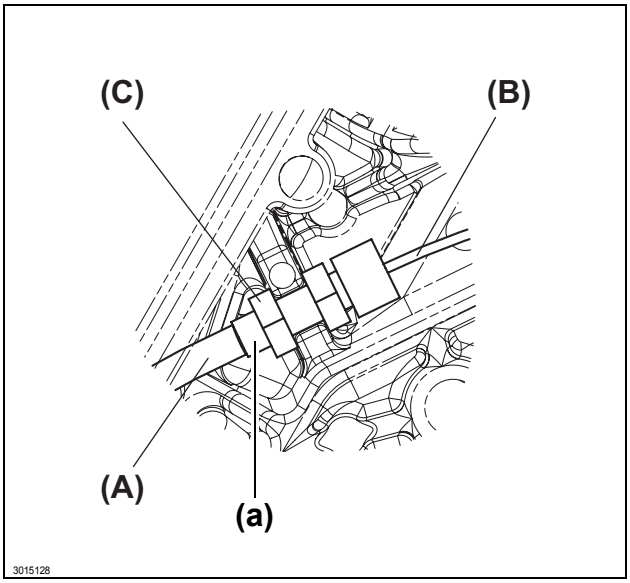

Fig. 3
7. Install and fix the engine control cable **(Fig. 3, (B))** on the lever side with the nut **(Fig. 3, (C))** positioned on the threaded portion **(Fig. 3, (a))** of the outer cable **(Fig. 3, (A))**.